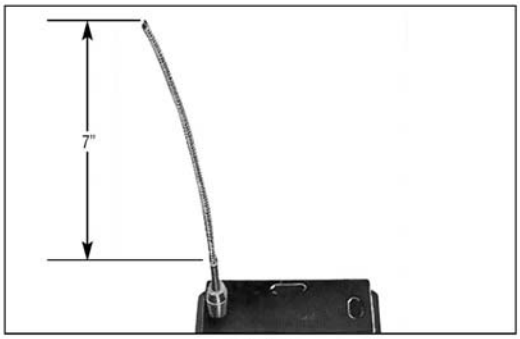

Figure 5
Score the outer insulation seven (7) inches from the end of cable. Remove the jacket to expose the metal braid. See Figure 5. **CAUTION:** ***When removing the outer jacket, be careful not to damage the braid or the base cable insulation.***